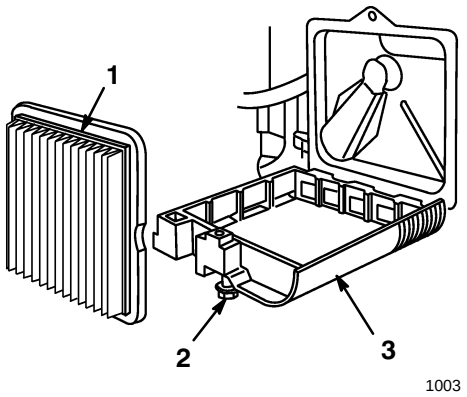

Abbildung 19
3. Die Schraube lösen, mit der die Luftfilterabdeckung am Motor befestigt ist (Abb. 19). Die Luftfilterabdeckung nach unten kippen und gründlich reinigen.
4. Den Papierfilter des Luftfilters (Abb. 19) entfernen und wegwerfen.